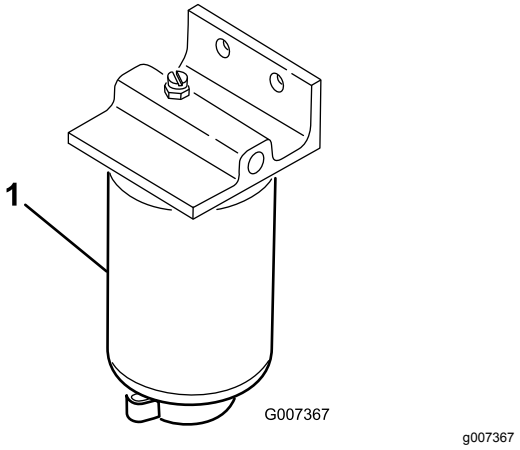

**Rysunek 47**
1. Pod filtr paliwa podstaw czysty pojemnik (Rysunek 47).
2. Wyczyść obszar w miejscu zamontowania filtra (Rysunek 47).